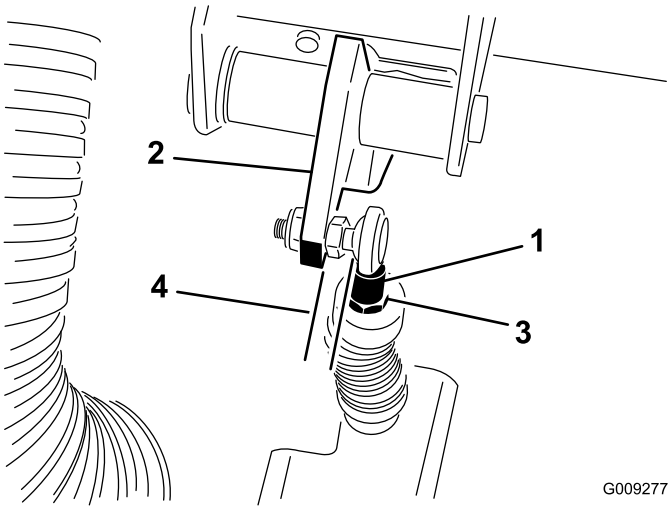

**Figur 71**
**Vigtigt: Sørg for, at stangen er placeret lige ind på kuglen og ikke er drejet, samt at den stadig sidder parallelt med koblingspedalen, efter at kontramøtrikken er spændt (Figur 71).**